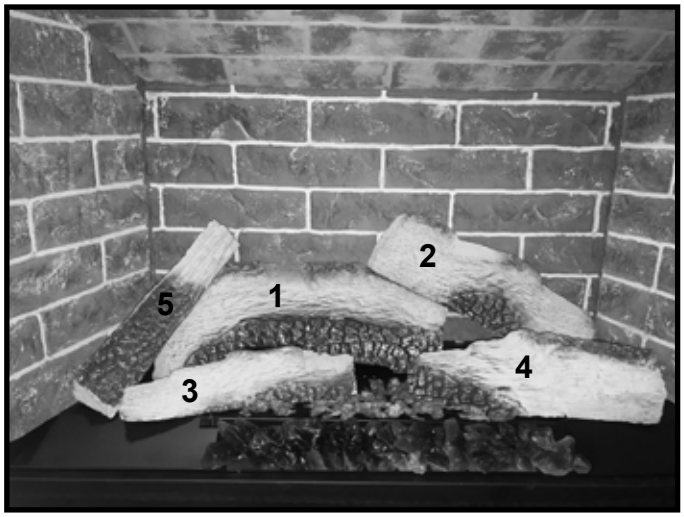

Figure 8 Install Log #5
6. **LOG #5:** Locate and install Log #5. This log does not have any "burn out" features painted on the log. The "left" end of this log will rest on the base pan and the "right" end will rest on the "left" end of Log #1. See Figure 8.